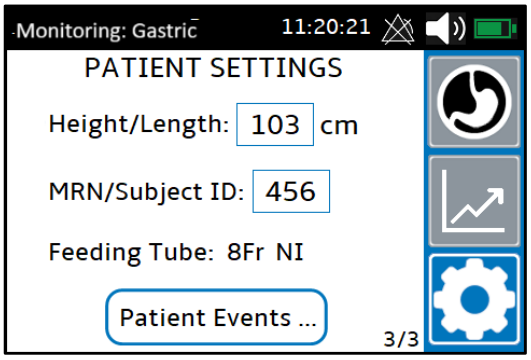

Figure 38: Patient Settings
b) Navigating to the Settings screen and pressing the "Patient Events ..." button (Figure 38)